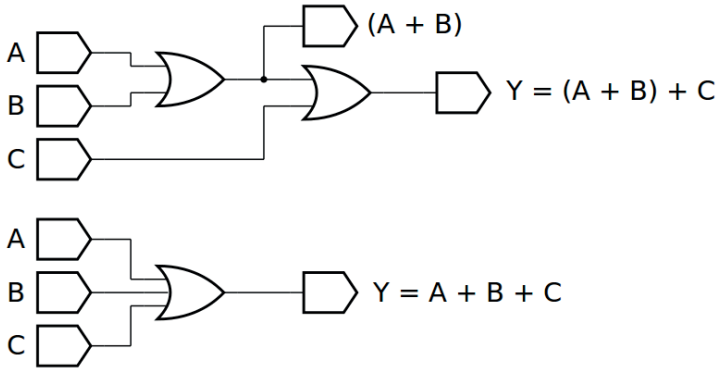
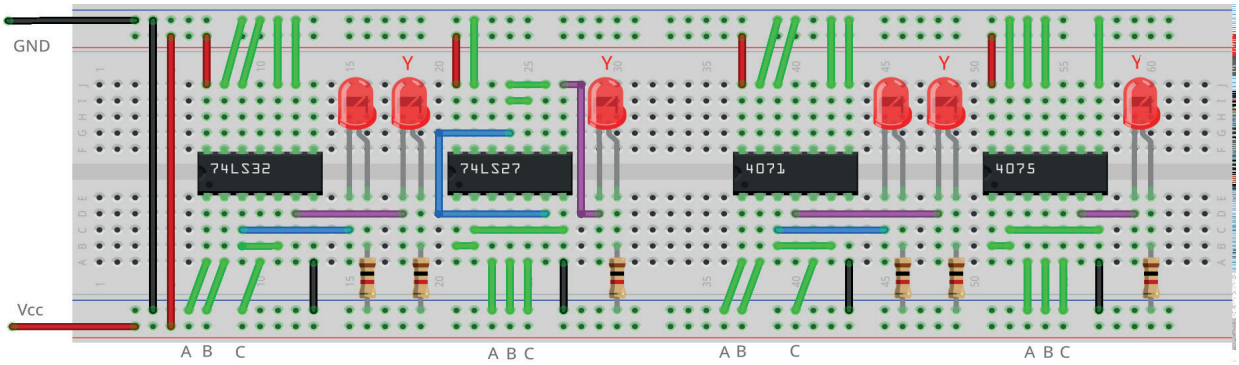

Figura 4.7 – Diagrama esquemático.
Figura 4.9 – Placa de montagem com componentes.
1. Monte o circuito da figura 4.7, conforme mostrado na figura 4.9, na placa de montagem.
6. Simule o circuito da figura 4.7 em um software de simulação para computador (SmartSim, Atanua ou Qucs) e compare com a tabela 4.3.